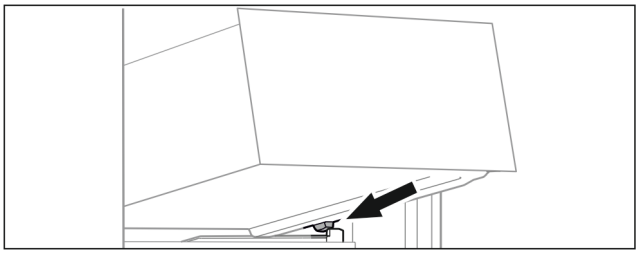

Fig. 138
▶ Applicare il cassetto inclinandolo dietro i fermi sulla nervatura del contenitore. (vedere Fig. 138)